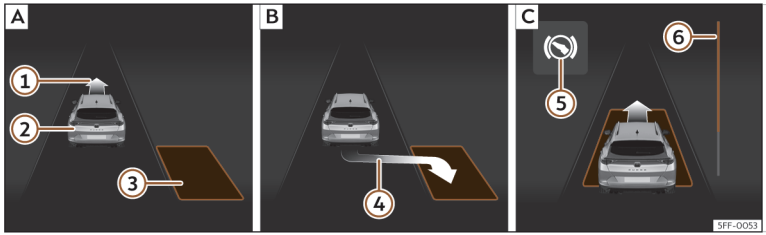
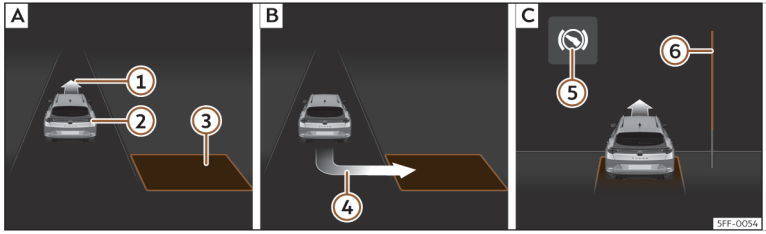

Abb. 151 Am Bildschirm des Kombi-Instruments: längs einparken. A: Parklücke suchen. B: Position zum Einparken. C: Rangieren.
Abb. 152 Am Bildschirm des Kombi-Instruments: quer einparken. A: Parklücke suchen. B: Position zum Einparken. C: Rangieren.
- Prüfen Sie anhand der Anzeige im Bildschirm des Kombi-Instruments, ob die Parklücke als „geeignet“ erkannt wurde und ob die korrekte Position zum Einparken >>> **(Abb. 151)** B oder >>> **(Abb. 152)** B erreicht wurde. Die Parklücke wird als „geeignet“ betrachtet, wenn auf dem Bildschirm des Kombi-Instruments die Anzeige zum Einparken erscheint ④.
- Fahren Sie rückwärts, bis das Dauertonsignal des ParkPilot ertönt; **ODER:** fahren Sie zurück, bis auf dem Bildschirm des Kombi-Instruments die Anzeige für Vorwärtsfahren ››› **(Abb. 151)** C oder ››› **(Abb. 152)** C erscheint; **ODER:** fahren Sie zurück, bis am Bildschirm des Kombi-Instruments die Meldung **`Park Assist beendet`** erscheint. Die Fortschrittsanzeige ⑥ zeigt den zurückzulegenden Abstand an.
- Fahren Sie vorwärts, bis das Dauertonsignal des ParkPilot ertönt; **ODER:** fahren Sie vorwärts, bis am Bildschirm des Kombi-Instruments die Anzeige zur Rückwärtsfahrt erscheint. Der Parklenkassistent lenkt das Fahrzeug so lange beim Vorwärts- und Rückwärtsfahren, bis das Fahrzeug gerade in der Parklücke steht ››› **(Abb. 151)** C bzw. ››› **(Abb. 152)** C.
Die Fortschrittsanzeigen ››› **(Abb. 151)** ⑥ und ››› **(Abb. 152)** ⑥ am Bildschirm des Kombi-Instruments zeigt symbolisch die noch zu fahrende relative Fahrstrecke an. Je länger die Distanz ist, desto größer ist der Füllstand des Fortschrittsbalkens. Bei Vorwärtsfahrt nimmt die Füllung des Fortschrittsbalkens nach oben ab und bei Rückwärtsfahrt nimmt die Füllung des Fortschrittsbalkens nach unten ab.